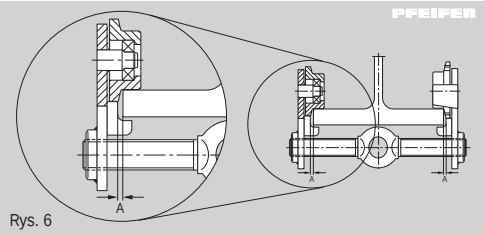

Rys. 6
6. Ustawić odpowiednią odległość „A" między kółkami a stopą profilu nośnego (Tab. 1, Rys. 6), ponownie obracając trawersę.